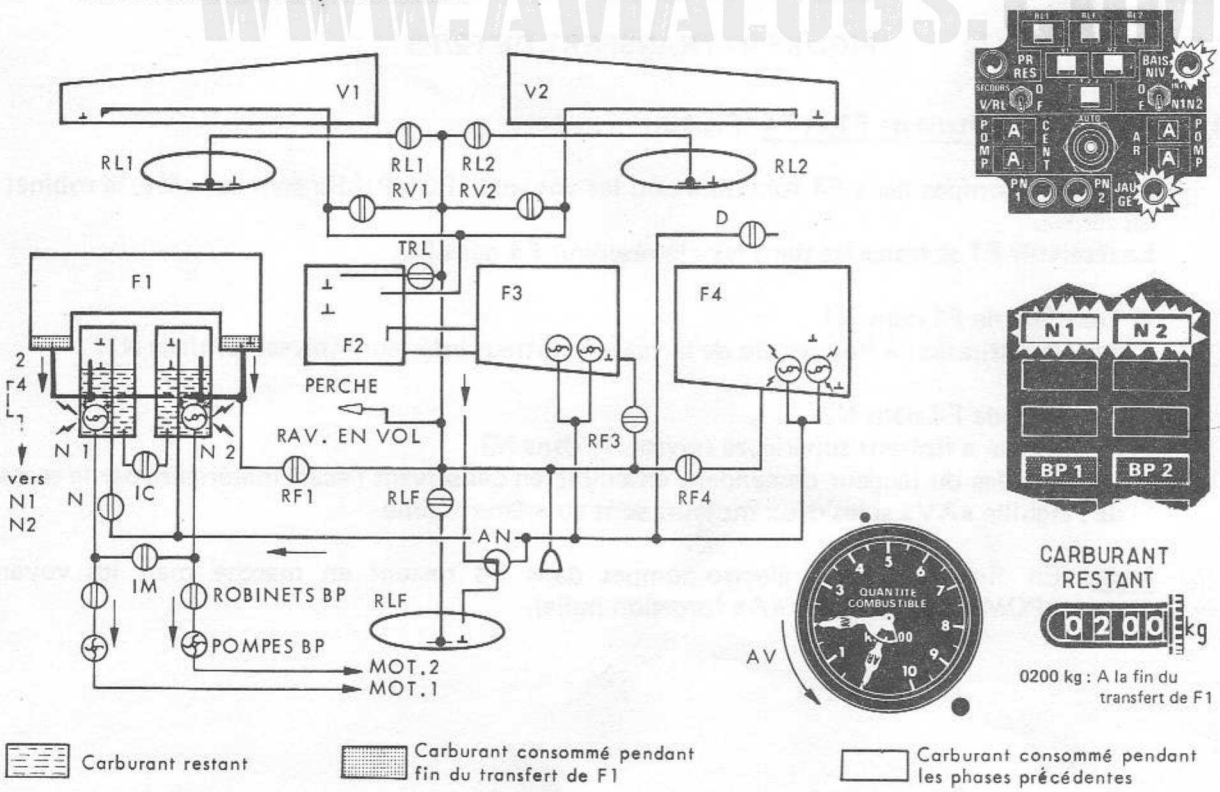

FIGURE 11 - TRANSFERT DE F1
3.3.5 - Transfert de la dernière partie de F1 (Fig. 11)